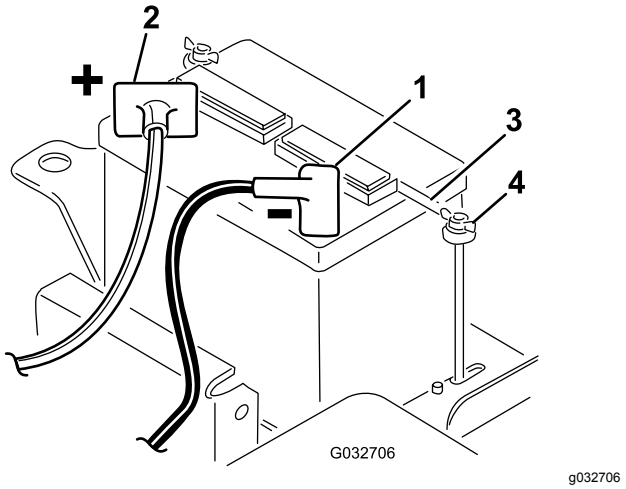

**Figuur 5**
2. Sluit de pluskabel (rood) van de accu vanaf de startmotorsolenoïde aan op de pluspool (+) van de accu (Figuur 5). Bevestig met een slotbout en een moer.
5. Plaats de accuklembeugel en de ringen en zet deze vast met vleugelmoeren (Figuur 5).